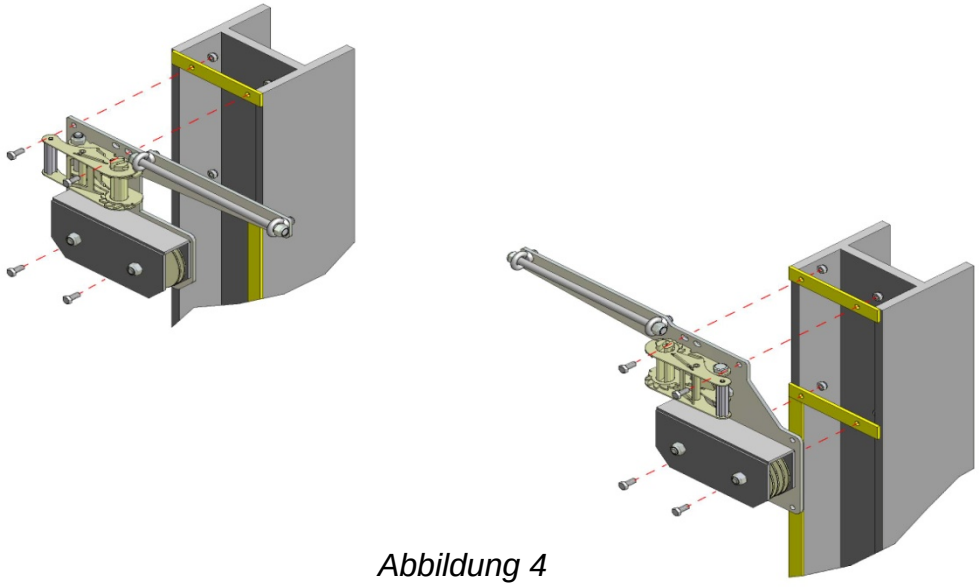

Abbildung 4
2.1 Montage der Kopfplatteneinheit: Befestigen Sie die Kopfplatten (G1 und G2) mit den acht mitgelieferten M8 x 30 Schrauben an den vormontierten Halterungen an der Oberseite der Schienenbahn (Abbildung 4)